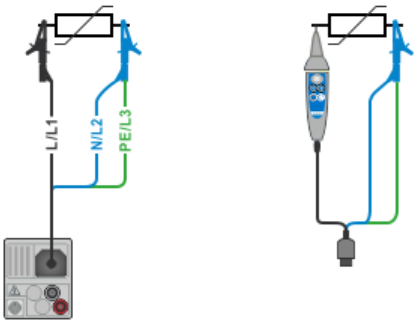
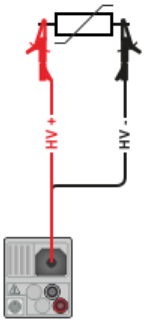

Figure 7.16: Connection of 3-wire test lead ($U_N \leq$ 1 kV)
Figure 7.17: Connection of 2.5 kV test lead (Range: 2500 V)
- Connect test leads to object under test (see ***Figure 7.16*** and ***Figure 7.17***).